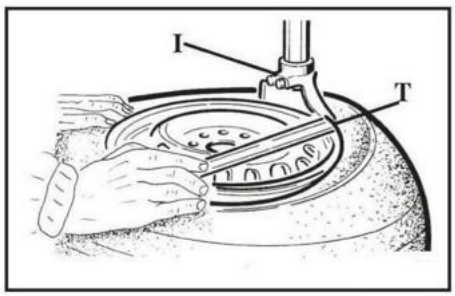

Рис. 10
● Вставьте монтировку (T) между ободом и рабочей головкой (I) и используйте монтировку (T), чтобы обод свисал наружу на монтажной головке (I) (рис. 10).